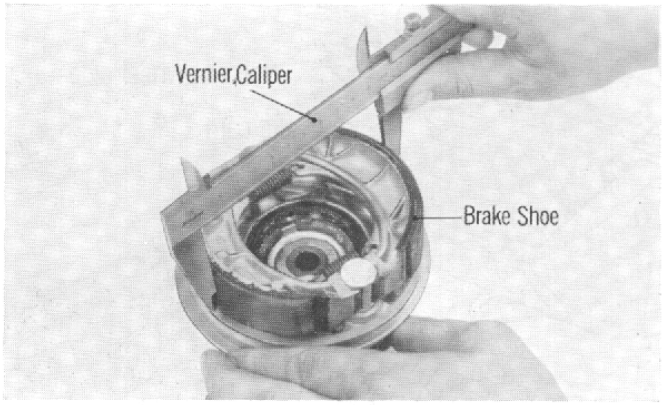

Fig. 78
(2) Check brake shoe outside diameter. (Fig. 78)